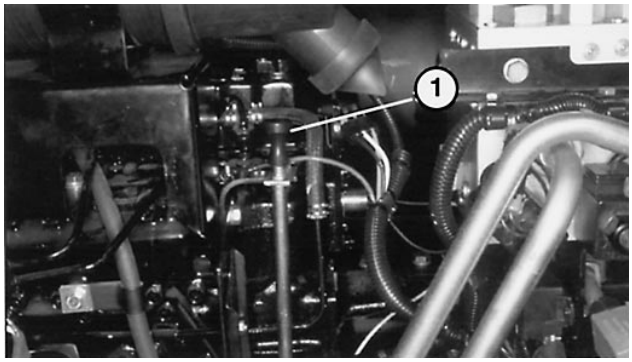
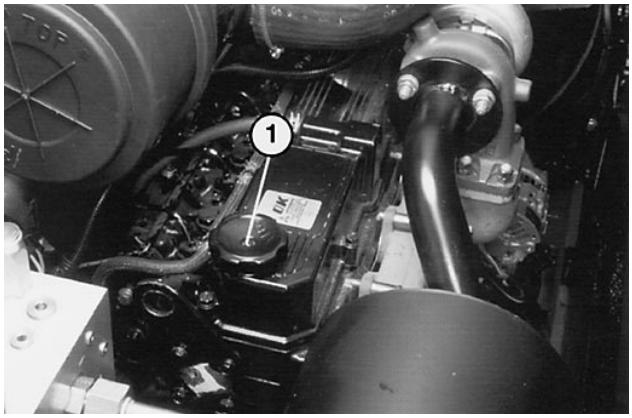

Afbeelding 3
Afbeelding 4
3. Verwijder de peilstok en veeg deze af met een schone doek (Afb. 3). Steek vervolgens de peilstok helemaal in de buis. Haal de peilstok uit de buis en controleer het oliepeil. Als het oliepeil te laag is, draait u de vuldop los (Afb. 4). Vul olie bij totdat het oliepeil het bovenste streepje op de peilstok bereikt. NIET TE VOL VULLEN.